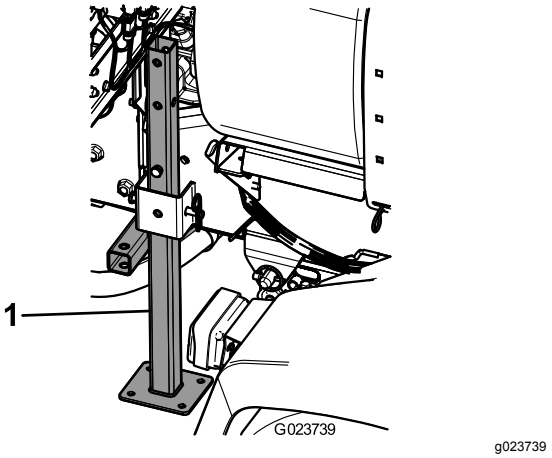

Figuur 29
3. Steek de achterste assteunen van onderen naar boven in het frame bij de achterste bevestigingspunten (Figuur 29).